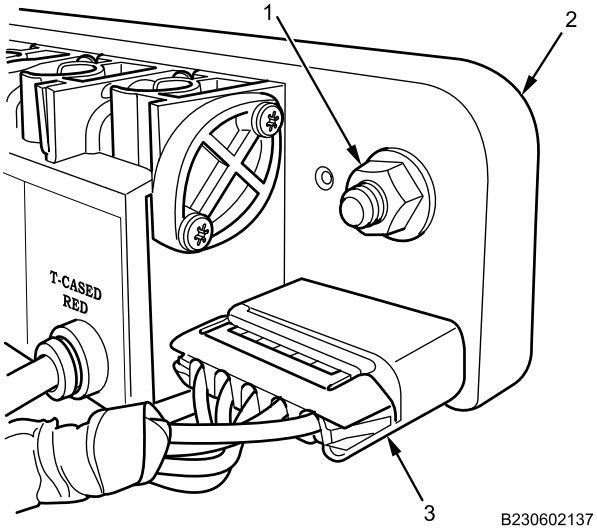
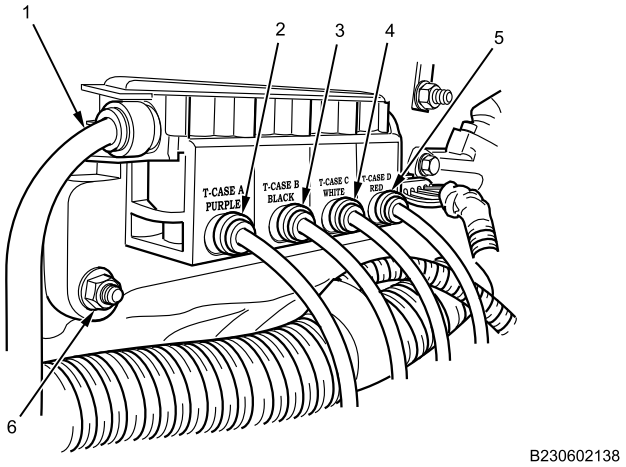

Figure 7. 4-Pack Air Solenoid Module.
Figure 8. 4-Pack Air Solenoid Module Air Line Connections.
1. Apply corrosion preventive compound to 4-pack air solenoid module bolt (Figure 7, Item 1).
2. Install 4-pack air solenoid module (Figure 7, Item 2) and loosely install 4-pack air solenoid module nut and bolt (Figure 7, Item 1).
3. Apply corrosion preventive compound to 4-pack air solenoid module bolt (Figure 8, Item 6).
4. Install 4-pack air solenoid module nut and bolt (Figure 8, Item 6).
5. Torque nuts (Figure 7, Item 1) and (Figure 8, Item 6) to 18-20 lb-ft. (24-26 N•m).
6. Connect air line supply (Figure 8, Item 2 through 5) on 4-pack air solenoid module. Refer to Table 1 for proper air line connections.
7. Connect air line delivery (Figure 8, Item 1) on 4-pack air solenoid module. Refer to Table 1 for proper air line connections.
8. Apply dielectric grease to 4-pack air solenoid module wiring harness connector (Figure 7, Item 3).
9. Connect wiring harness connector (Figure 7, Item 3) on 4-pack air solenoid module (Figure 7, Item 2).